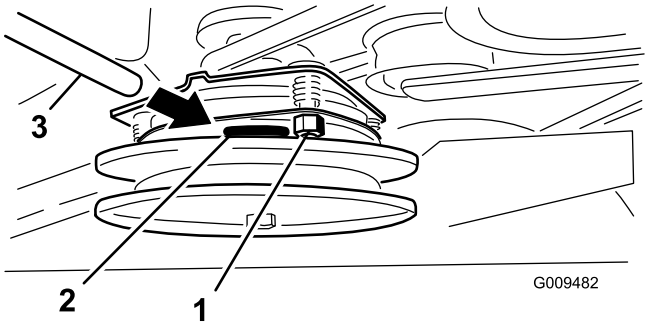

Figur 60
3. Stram låsemutrene til følerbladet sitter fast, men er løst nok til at det lett kan beveges innen luftgapet (Figur 60).